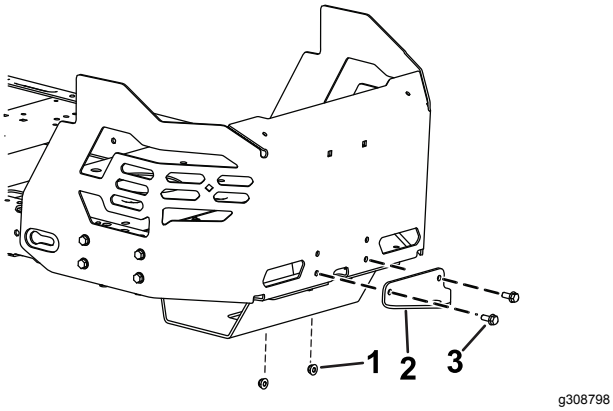

Figur 13
1. Fjern de eksisterende 2 bolte, 2 møtrikker og bugsertrækbeslaget fra bunden af motorskærmen (Figur 13).